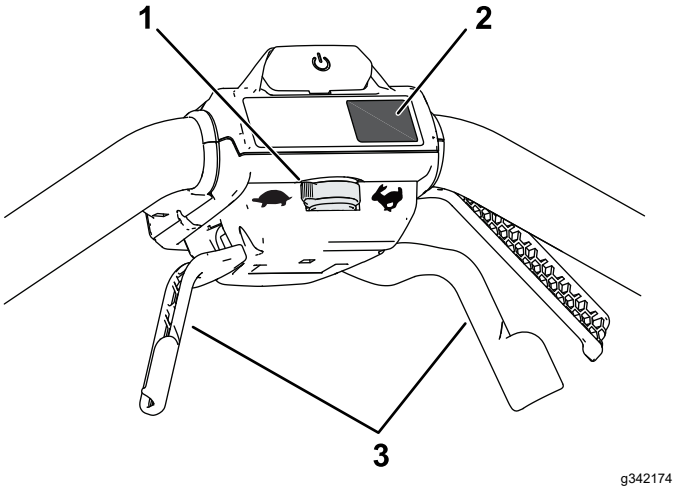

**Figura 12**
- **Per regolare la velocità di movimento automatica, regolate il comando della velocità (Figura 12).**
- **Per innestare la trazione automatica, tirate le maniglie della trazione automatica verso la maniglia e mantenete la posizione (Figura 12).**
Premete il pulsante MAX posto sotto il pulsante On per impostare la macchina alla velocità MAX (Figura 12).